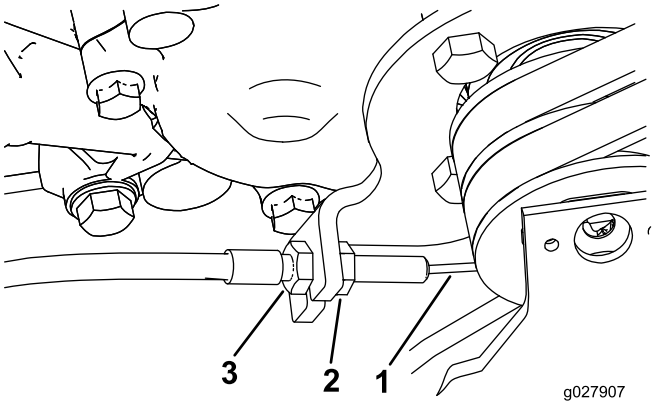

Rysunek 43
3. Aby zwiększyć napięcie linki, poluzuj przednią nakrętkę zabezpieczającą linki i dokręć tylną nakrętkę linki (Rysunek 43) aż do uzyskania siły o wartości od 2,75 do 3,25 kg wymaganej do załączenia napędu jezdnego.